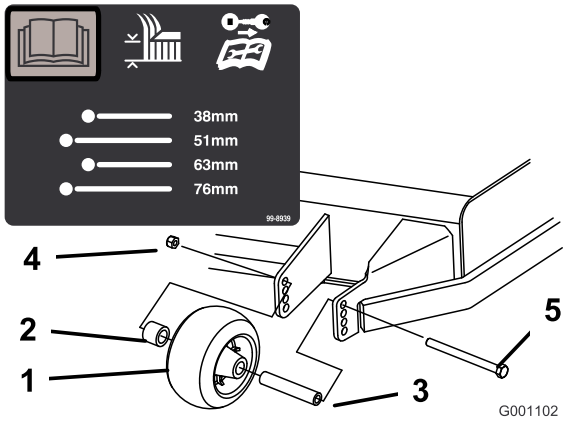
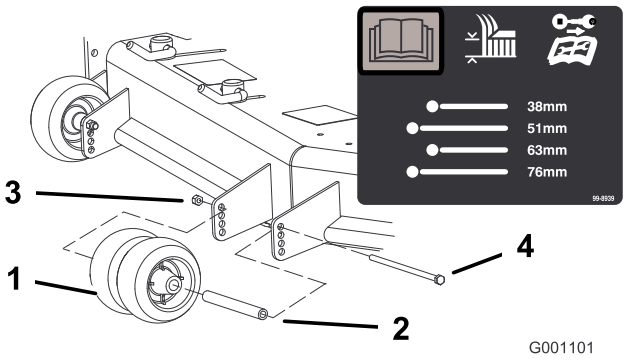
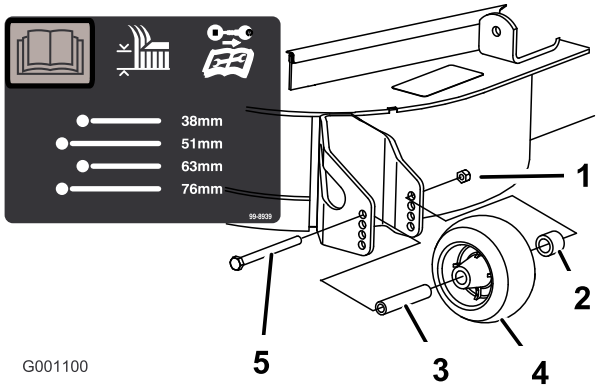

Figur 20
Figur 21
Figur 22
3. Når du har justeret klippehøjden, skal du justere rullerne ved at fjerne flangemøtrikken, bøsningen, afstandsklodsen og bolten (Figur 20, Figur 21 og Figur 22).
Bemærk: De to midterste ruller har ikke en afstandsklods (Figur 21).
5. Monter flangemøtrik, bøsning, afstandsklods og bolt. Spænd til 54–61 Nm (Figur 20, Figur 21 og Figur 22).